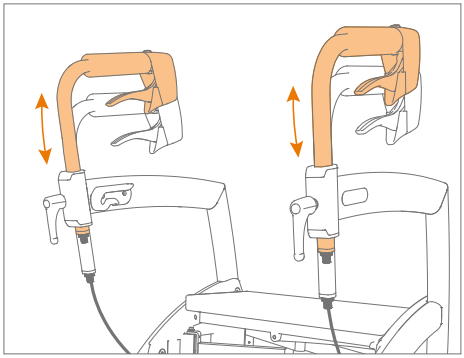

Figure 15: Set the correct height.
b. Slide the handles to the correct height **(Figure 15).**